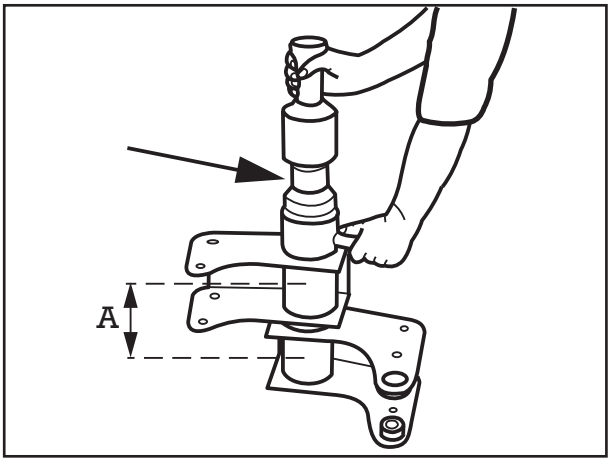

Рис. 12
(19) Проверить резиново-стальную втулку балансира на износ. В случае износа выдавить под прессом.
(20) Нанести на новую втулку снаружи мыльный водный раствор и запрессовать ее под прессом соответствующим приспособлением для запрессовки (идент. № BPW см. в разделе 2) и с подходящей нажимной гильзой так, чтобы втулка была заподлицо (см. рис. 12 на странице 4-4).
(22) В балансирах со смещением A в 160 мм (рис. 12) между резиново-стальным втулками необходимо вставить дистанционную гильзу (рис. 12/ стрелка).
(23) Резьбовой палец в качестве направляющей вставить во втулки и вдавить их.
(24) Для того, чтобы втулки были заподлицо, их необходимо вдавить немного дальше, чтобы учесть обратный ход.